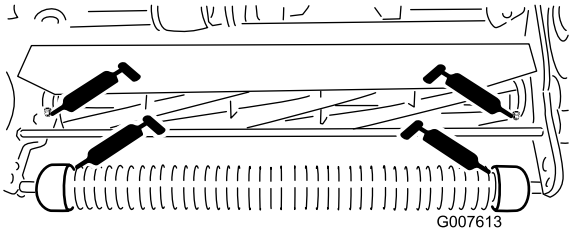

Figuur 17
- 2 op de voorrol (Figuur 17)
- 2 op de lagers van de messenkooi (Figuur 17)